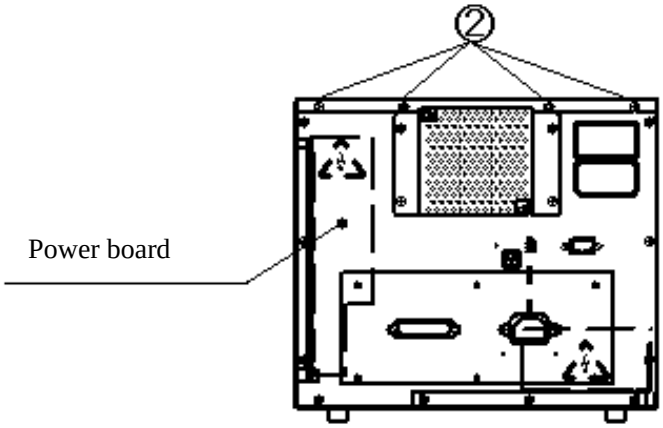

Fig. 2 (b) State after the Cover detached (Monitor rear side)
Remove the screws (6 pieces) of ① of Fig. 2 (a) and (b), and unfasten the screws (8 pieces) of ② to open the upper shield-cover. You can find the Power Board on the right side. Furthermore, when replacing the Fuse, it will be easier to take off the machine-screws (3 pieces) on the Board and hold the Board up.